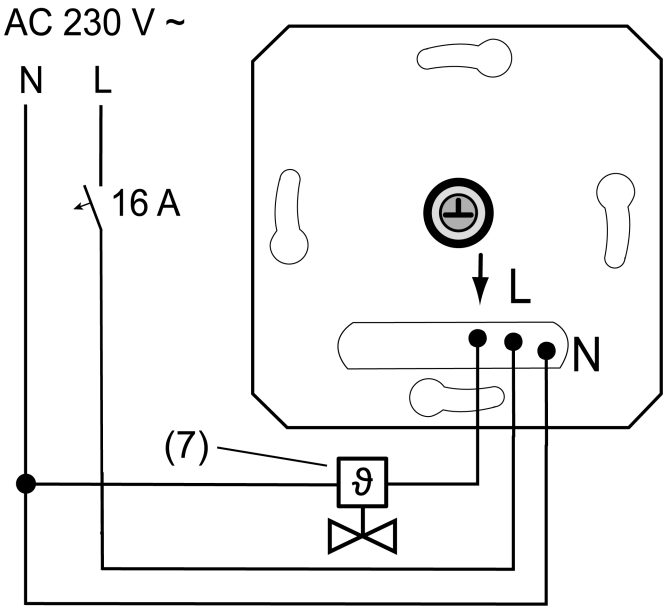
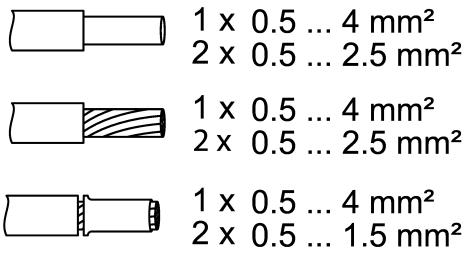

Figure 2: Connection example of the insert
Figure 3: Clampable conductor cross-section
- Connect electrothermal valve drive (7) to insert (1) according to connection diagram (see figure 2). Observe the conductor cross-sections (see figure 3).